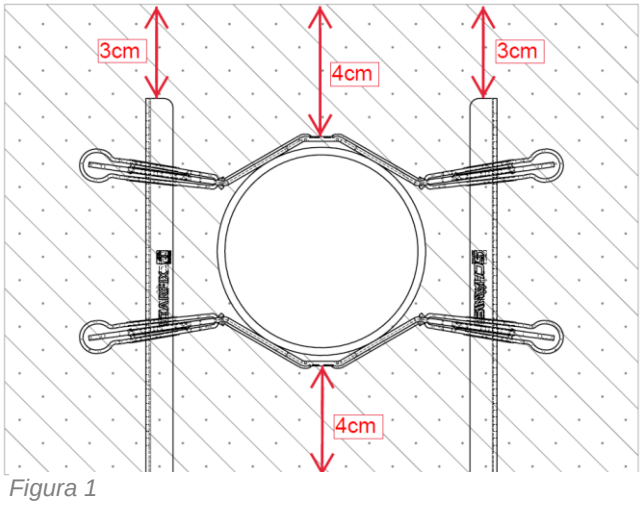

Figura 1
2.1 Le tubazioni devono mantenere una distanza minima di 4 cm dal soffitto e dal pavimento in modo da garantire i livelli acustici minimi (vedi Figura 1).
2.7 Le lunghezze dei piedi devono essere scelte in modo che le loro estremità mantengano una distanza di almeno 3 cm dalla superficie del calcestruzzo (vedi Figura 1).